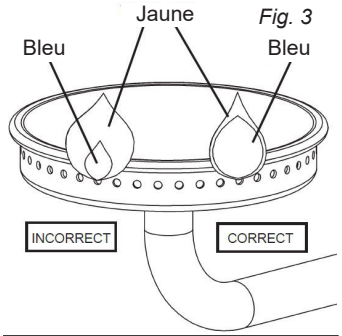

Fig. 3
- Vérifiez visuellement la flamme du brûleur (fig. 3). Une FLAMME CORRECTE devrait être bleue, avec un peu de jaune à l'extrémité. Une FLAMME INCORRECTE est excessivement jaune et irrégulière. Si une flamme incorrecte est observée, fermez le bouton de réglage, fermez le robinet de la bouteille de gaz, laissez l'appareil refroidir, puis nettoyez le brûleur. Laissez le brûleur sécher complètement avant de le rallumer.